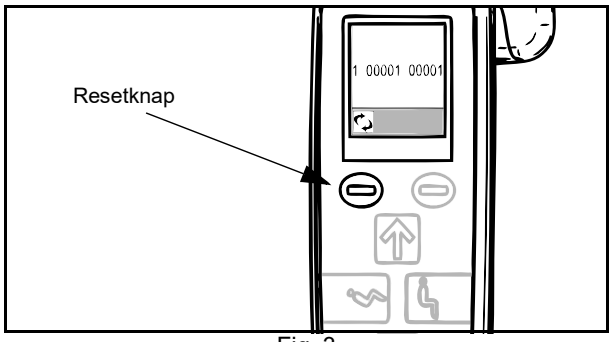

Fig. 3
3. Brugstællerskærmen vil vise to kolonner med tal (se Fig. 3). De viste cifre repræsenterer den akkumulerede tid (i tiendedele timer), hvor mastmotoren har været i brug.